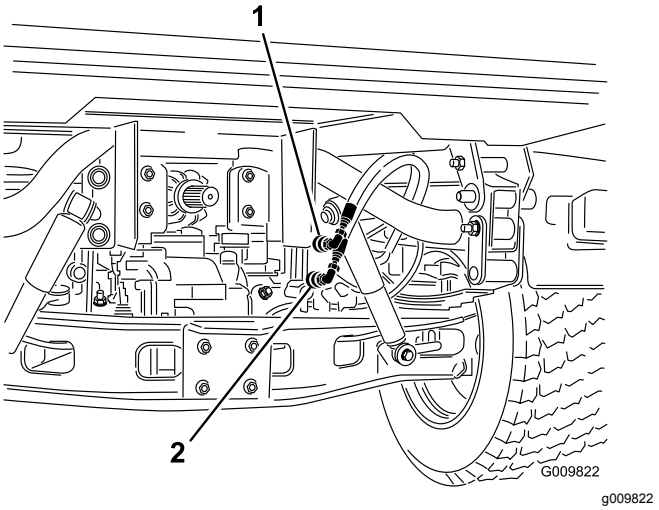

Figur 16
2. På fordon med serienummer som är 240000001 och högre kopplar du från de två lyftcylinderslangarna från slangarna som har fästs vid kopplingsfästet (Figur 16). För in hylsorna i cylinderslangens snabbkopplingar.